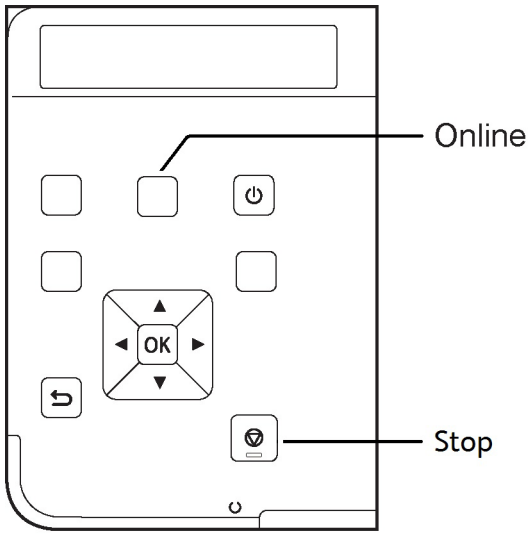

Figure 6 SFP Control Panel
2. Release the arrow buttons and quickly press **Online** (shown in Figure 6).